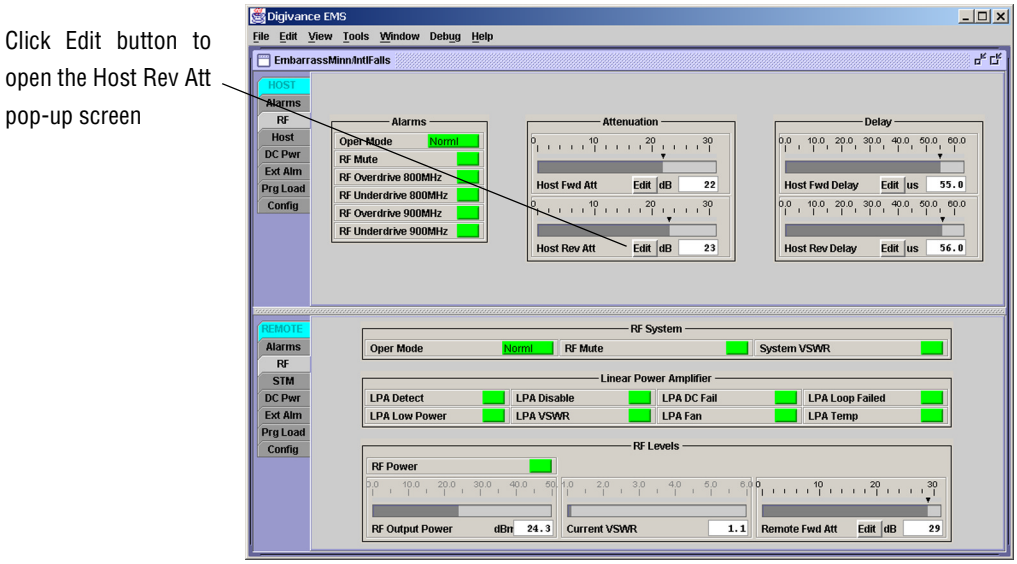
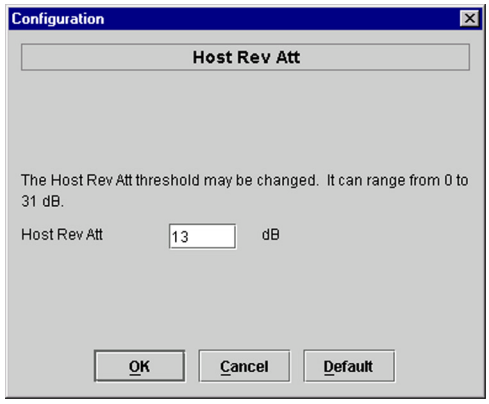

**Figure 3-10. HOST RF Display**
**Figure 3-11. Host Rev Att Pop-Up Screen**
4. Click on the HOST **RF** tab. The HOST **RF** display will open within the EMS main window as shown in Figure 3-10.
5. Click on the **Host Rev Att** field **Edit** button (see Figure 3-10). The **Host Rev Att** pop-up screen will open as shown in Figure 3-11.